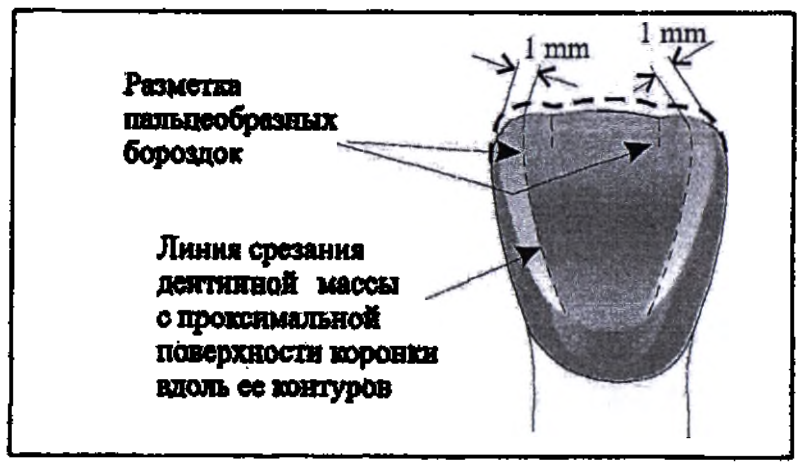

Рисунок 33 – Срезание дентинной массы с апроксимальной поверхности
2. Срезание дентинной массы с апроксимальной поверхности (рисунок 33).